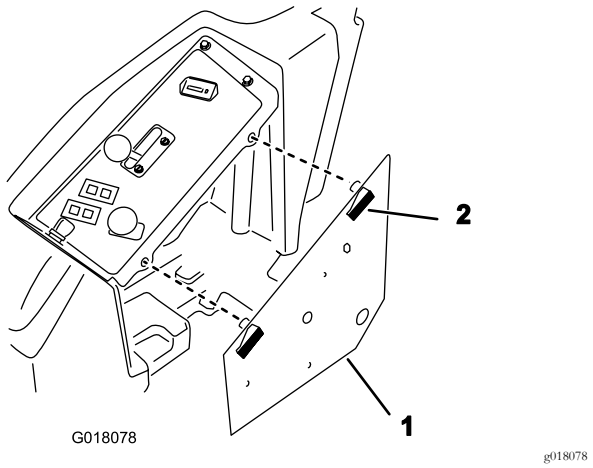

Figura 7
2. Sbloccate il gruppo del pannello di controllo e mettetelo da parte (Figura 7).